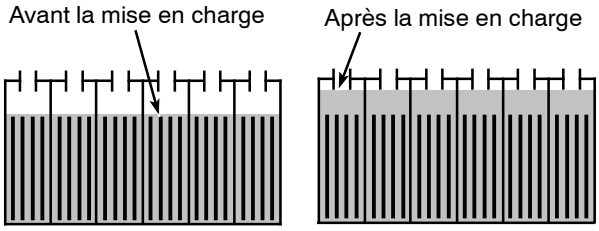

FIG. 49
1. Contrôlez fréquemment le niveau de liquide des batteries afin d'éviter l'endommagement des batteries. Le liquide doit se trouver au niveau illustré (Figure 49). Ajoutez de l'eau distillée si nécessaire. NE REMPLISSEZ PAS TROP, le fluide va augmenter de volume et risque de déborder lors de la mise en charge.